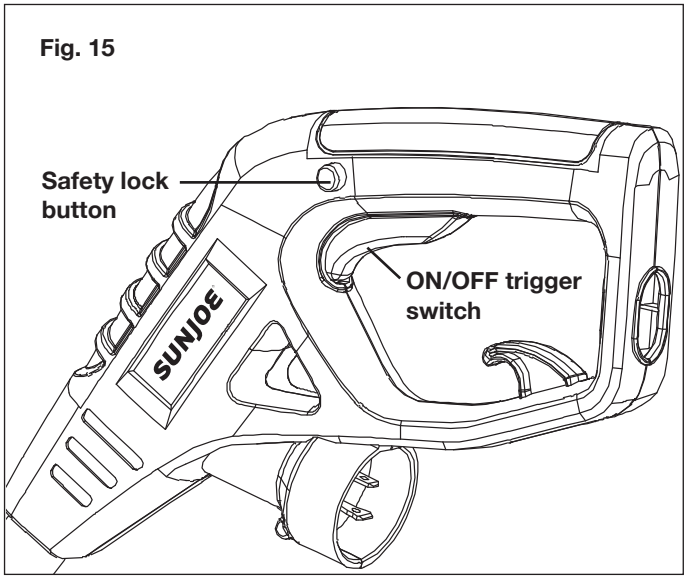

Fig. 15
1. To turn the grass trimmer + edger ON, press and hold the safety lock button with your thumb, then squeeze the ON/OFF trigger switch with your fingers. Once the machine powers on, you can release the safety button and proceed with operation (Fig. 15).
2. To switch OFF, release the ON/OFF trigger switch (Fig. 15).